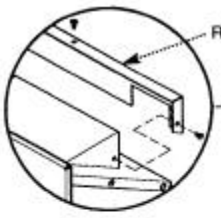

Fig. 12
2. **Remove the restrictor plate from the fire before fitting to this type of flue (see Fig. 12).**
1. **If the fire is to be fitted in a flue box or in a 5 inch lined flue, remove the restrictor plate from the rear of the appliance** (Fig. 12).